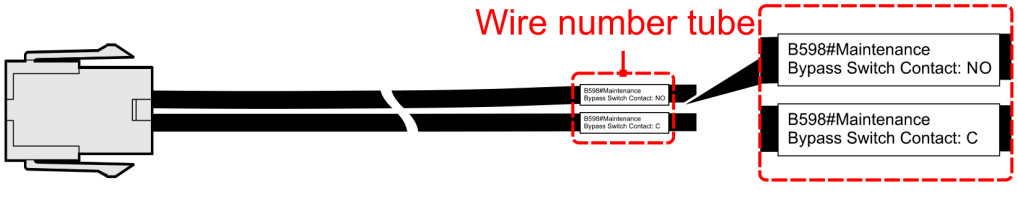

FIGURE 4-68 Maintenance bypass detection wire: connector and markers for the switch auxiliary contact (NO, C)
3. Connect the far end to the auxiliary contact of the external maintenance bypass switch by the wire-number markers: NO contact and common (Figure 4-68).